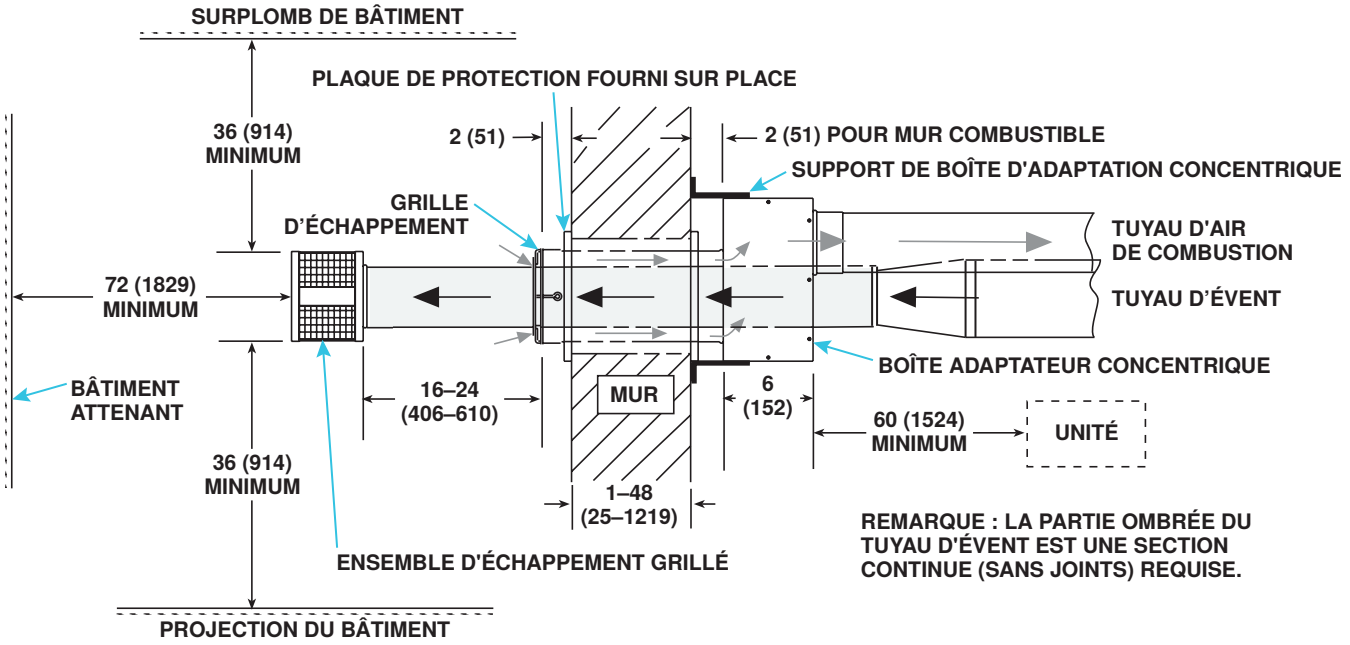

Figure 24. Installation de l'option CC6
5. Connectez la section extérieure du tuyau d'air de combustion au boîtier adaptateur concentrique (voir **Figure 24**) :
6. Fixez le boîtier adaptateur concentrique au mur (voir **Figure 24**) :
a. Positionnez le protecteur d'entrée d'air sur le bout du tuyau d'air de combustion conformément à la **Figure 24**.
a. Consultez la **Figure 24** pour établir la longueur de chaque section de conduits ainsi que la longueur totale requise. La transition à simple paroi ou de catégorie III doit être à moins de 6 pouces (152 mm) du boîtier côté appareil de chauffage.
d. Assurez-vous que l'ensemble d'échappement grillagé est aligné de manière à ce que ses déflecteurs soient positionnés à 12, 3, 6 et 9 heures (voir **Figure 24**). Installez d'échappement grillagé conformément à la **Figure 10**.
10. Vérifiez la conformité à la **Figure 24** et à toutes les exigences d'échappement spécifiques données ci-dessus.